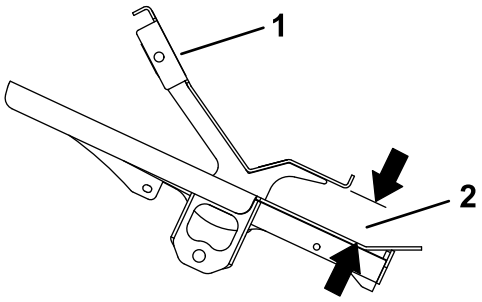

Figura 8
3. Mova o pedal da tração para a posição de ponto morto, ajuste o rolamento da extremidade da barra enroscando ou desenroscando para alcançar a dimensão mostrada na Figura 8.